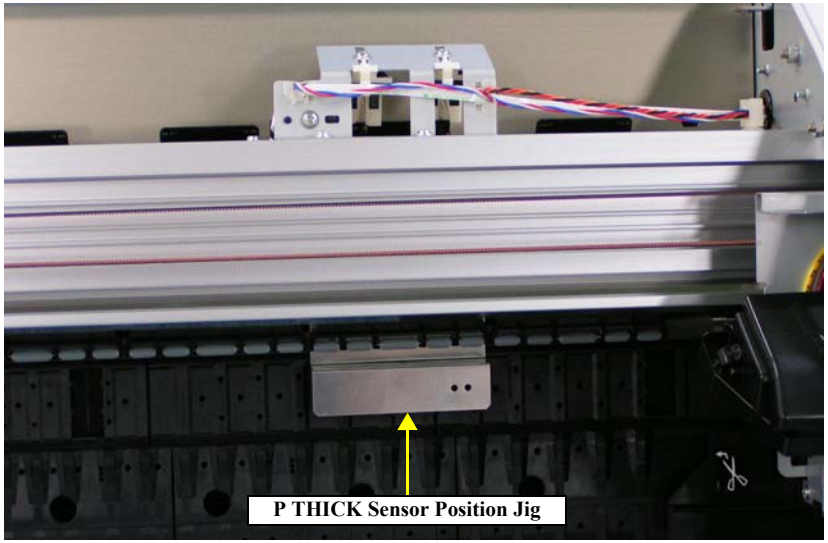

Figure 5-11. Paper Thickness Sensor Position Adjustment (1)
5. Release the Paper Set Lever to set the P THICK Sensor Position Jig (0.2) to the position shown in Figure 5-11, and press the Paper Set Lever down. Check that "Sensor: Paper 00" is displayed on the LCD panel.
6. Release the Paper Set Lever to set the P THICK Sensor Position Jig (0.3) to the position shown in Figure 5-11, and press the Paper Set Lever down. Check that "Sensor: Paper 10" is displayed on the LCD panel.
7. Release the Paper Set Lever to set the P THICK Sensor Position Jig (0.5) to the position shown in Figure 5-11, and press the Paper Set Lever down. Check that "Sensor: Paper 10" is displayed on the LCD panel.
8. Release the Paper Set Lever to set the P THICK Sensor Position Jig (0.6) to the position shown in Figure 5-11, and press the Paper Set Lever down. Check that "Sensor: Paper 11" is displayed on the LCD panel.